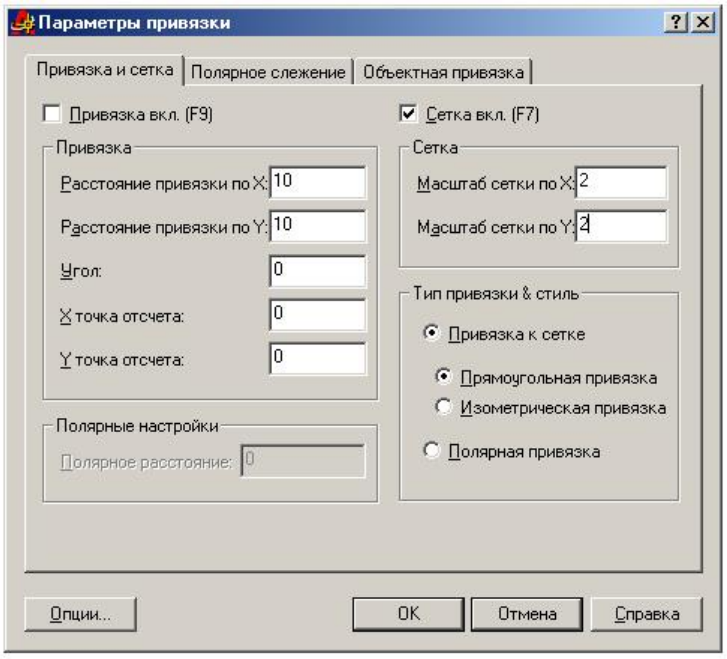

Рис. 7
8. Установите видимой сетку и измените ее параметры: **Инструменты/Параметры чертежа** (**Tools/Drafting Settings**). На вкладке **Привязка и сетка** (**Snap and grid**) установите флаг **Сетка включена** (**Grid On**) и **шаг сетки** (**Grid**) по X и Y равным 2 (рис. 7).
14. В окне **Параметры чертежа (Drafting Settings)** на вкладке **Привязка и сетка** (**Snap and grid**) увеличьте шаг сетки и установите равные с шагом сетки параметры привязки: **Инструменты/Параметры чертежа** (**Tools/Drafting Settings**) (рис. 7).